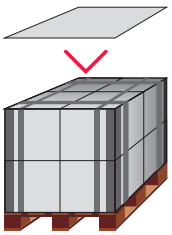

rys. 7
- Całość palety powinna być zafoliowana folią stretch i (o ile wymaga tego specyfika transportowanego towaru) oklejona naklejkami ostrzegawczymi oraz taśmami plombującymi uniemożliwiającymi dostęp do zawartości bez pozostawienia śladów ingerencji **(rys. 7)**.
- Na opakowaniu zewnętrznym należy umieścić dane adresowe nadawcy oraz odbiorcy przesyłki **(rys. 7)**.